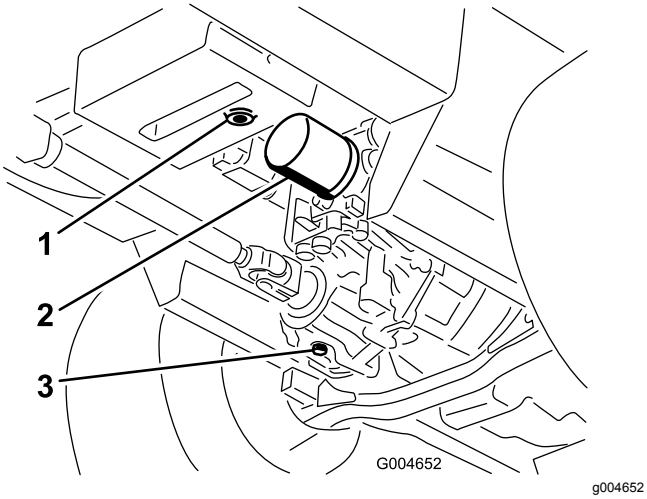

Bild 58
3. Stellen Sie eine große Wanne unter den Hydraulikbehälter und das Getriebe und nehmen Sie die Schrauben ab. Lassen Sie die Hydraulikflüssigkeit ablaufen (Bild 58).
4. Reinigen Sie den Bereich um den Hydraulikölfilter und nehmen Sie den Filter ab (Bild 58).